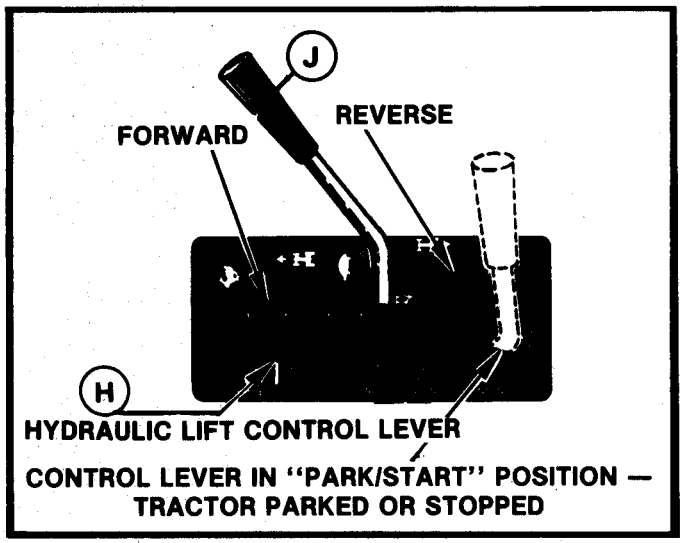
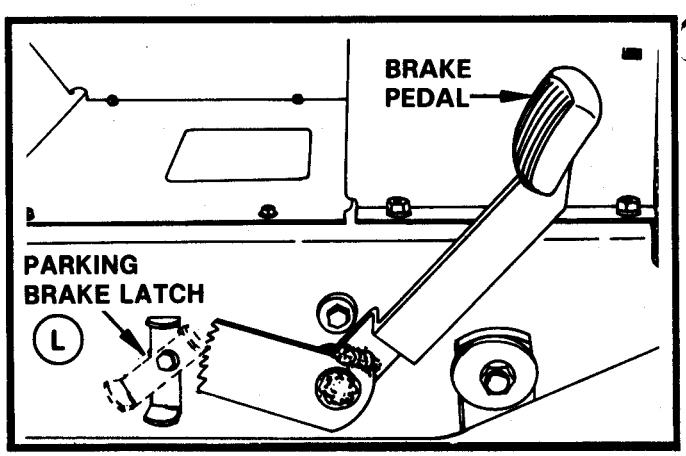

FIGURE 2
FIGURE 4
(H) HYDRAULIC LIFT CONTROL LEVER — FIGURE 2
(J) HYDROSTATIC CONTROL LEVER — FIGURE 2
This lever regulates both tractor speed and direction. Move the lever forward from ''NEUTRAL'' (N) to increase the forward travel speed. Move the lever rearward to back the tractor and regulate reverse speed. Refer to Figure 2.
1. Place the Hydrostatic Control Lever in the "PARK/START" position, shown in Figure 2.
When the Hydrostatic Control Lever is placed in the "PARK/START" position as shown in Figure 2, a pin engages in the teeth on the reduction gear inside the rear axle housing. This mechanically locks the rear wheels and prevents them from turning. When the Hydrostatic Control Lever is moved into the "NEUTRAL" (N) position, Figure 2, the pin is disengaged; however, the hydrostatic transmission will not allow the rear wheels to turn provided there is sufficient oil in the transmission, the free-wheeling valves are not depressed, and linkage properly adjusted.
To move the tractor forward and to increase forward travel speed, gradually push the Hydrostatic Control Lever forward in the slot from the "NEUTRAL" (N) position, shown in Figure 2. To stop or slow down, gradually pull the Hydrostatic Control Lever toward the "NEUTRAL" (N) position or depress the Neutralizer Pedal.
To move the tractor backward and increase reverse travel speed, gradually pull the Hydrostatic Control Lever back in the "REVERSE" (R) slot from the "NEUTRAL" (N) position, shown in Figure 2. To stop or slow down, gradually push the Hydrostatic Control Lever toward the "NEUTRAL" (N) position or depress Neutralizer Pedal slowly with foot.
To stop the tractor, depress Neutralizer Pedal Ⓜ completely or move Hydrostatic Control Lever Ⓙ to "NEUTRAL" (Figure 2) and depress the Brake Pedal. Then place the Hydrostatic Control Lever in the "PARK/START" position and set the Parking Brake. Figure 4.
1. Move the Hydrostatic Control Lever Ⓙ, Figure 2, to the "PARK/START" position and set the Parking Brake, Figure 4.